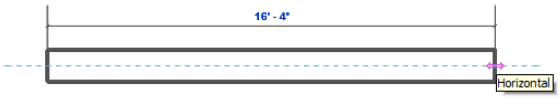

Figure 3-32 *Sketching a horizontal wall segment*
5. Move the cursor on the horizontal axis such that a dashed line appears at the central axis of the wall segment, as shown in Figure 3-32. Notice the two-sided arrow attached to the endpoint of the wall. This indicates that the wall segment being sketched is horizontal. A tooltip indicating the horizontal alignment is also displayed with two-sided arrow.